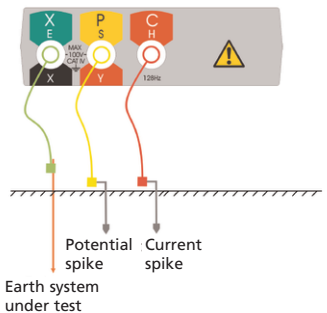

Figure 16: Connections for measuring three-terminal ground rod resistance
1. With the selector switch in the ‘OFF’ position, connect the instrument as shown in Figure 16.